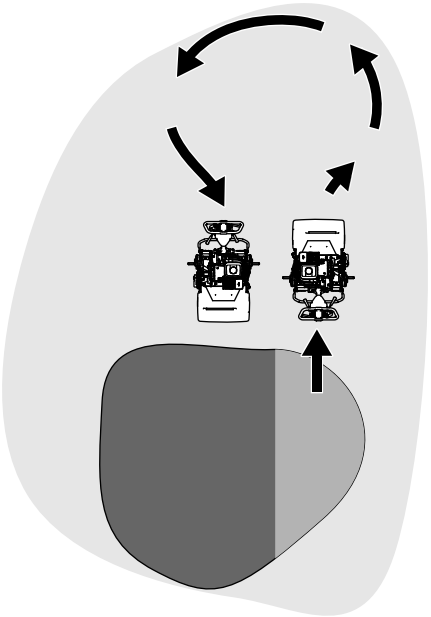

**Figuur 23**
- Haal de machine van de green door de messenkooi omhoog te brengen (handgreep omlaag duwen) en een traanvormige bocht te maken op de tractietrommel (Figuur 23).
1. Zoek de schakelhendel voor de tractie op de tandwielkast van de transmissie (Figuur 23).